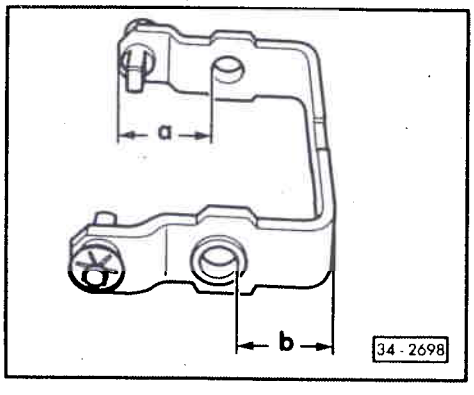

Fig. 6 Fourchette de 5e: nouvelles dimensions
Nouvelles cotes à partir de la date de construction de BV 31 10 1 en liaison avec la modification de la synchronisation de la 5e (page 35-13) ⇒ fig.6
- Emmanchement à la presse ⇒ fig. 6